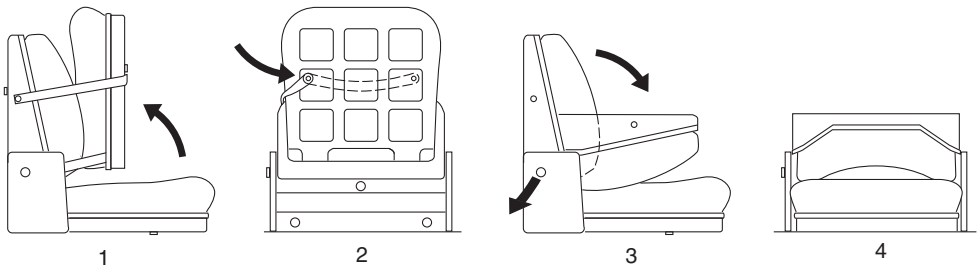

Fig. 2 - Instructor Seat, Hinged Back and Base Operations
Numbers in parentheses refer to Fig. 2.
The instructor seat is located adjacent to the left-hand side of the driver's seat, and is secured to tapped bosses on the rear wall of the cab with bolts (3), washers (4) and lockwashers (5). The seat assembly (1) comprises a seat cushion and back cushion mounted to a seat frame. Seat frame (2) is attached to seat base (8) by means of a hinge (9) at the front end and locked at the rear by a spring loaded latch arrangement. Located below the seat base is a storage box, below which is a cavity containing a number of electrical harnesses, the transmission ECU, the Hydraulic ECU, the wash/wipe relay, the CPU and the busbar assembly, all of which are described elsewhere. Access to the equipment below the seat requires pivoting of the base cushion into a vertical attitude, then securing it to the back rest by means of the strap provided, as shown on steps 1 and 2 on Figure 2 below. The back rest can be pivoted to the horizontal position when not in use, by first unlocking the release catch on the right-hand side, then rotating it down as shown on steps 3 and 4 of Figure 2.